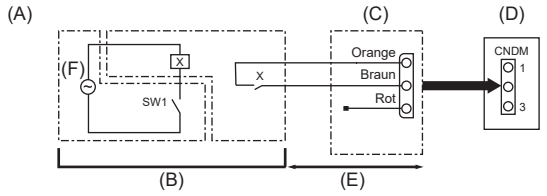

Abb. 8-1
8.1. Lärmschutzmodus (Veränderung vor Ort) (Abb. 8-1)